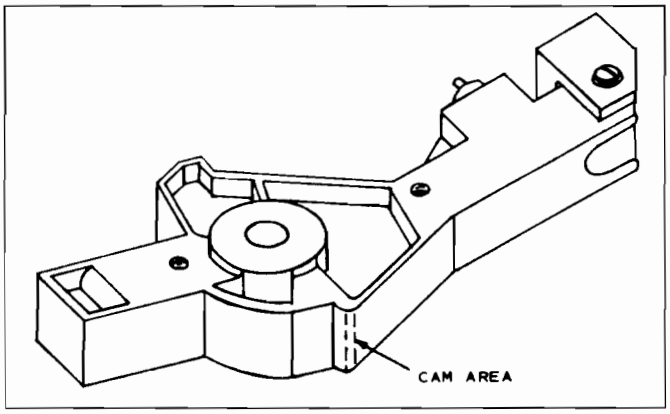

Figure 12. Actuator Contact Assembly
- Inspect lock (item 12) for proper alignment. Retrofit kit RPX4634A may be installed to insure proper alignment.
- Remove outer cover (item 1) and check all hardware for tightness, observing the torque specifications shown on the Mechanical Parts Detail diagram.
- Inspect cam area for wear; see Figure 12. The cam area should not be grooved or worn out in excess of 1/64". If the actuator cam area is worn excessively, the actuator should be replaced.
- Inspect the gold contact pins (Iitems 141, 142, and 143) for excessive wear and insufficient contact pressure by checking the spring resiliency (items 140 and 144).
- Inspect battery contacts (item 73) for excessive wear, misalignment, and spring resiliency.